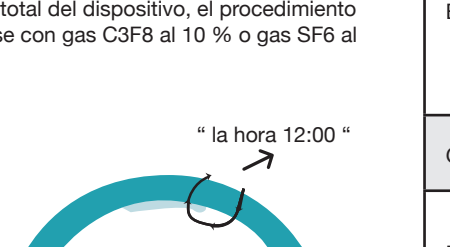

Fig. 2 Sutura de EndoArt®
20. Suturar el implante (sutura simple, no absorbible, exactamente a las 12 en punto, perpendicular al centro, según la Fig. 2). La orientación perpendicular de la sutura es importante para evitar el descentrado. La sutura se retirará al menos 12 semanas después de la fijación evidente. Se recomienda retirar la sutura antes de 6 meses después de una buena fijación.